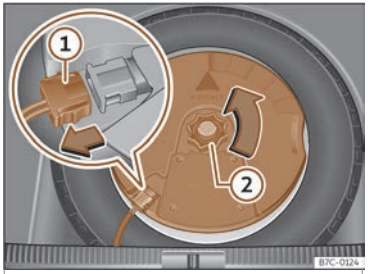

Fig. 212 No maleteiro:desmontar o subwoofer.
- Desconecte o cable do altofalante *subwoofer*››› **fig. 212** ①.
- Xire a roda de fixación no sentido contrario ás agullas do reloxo››› **fig. 212** ②.